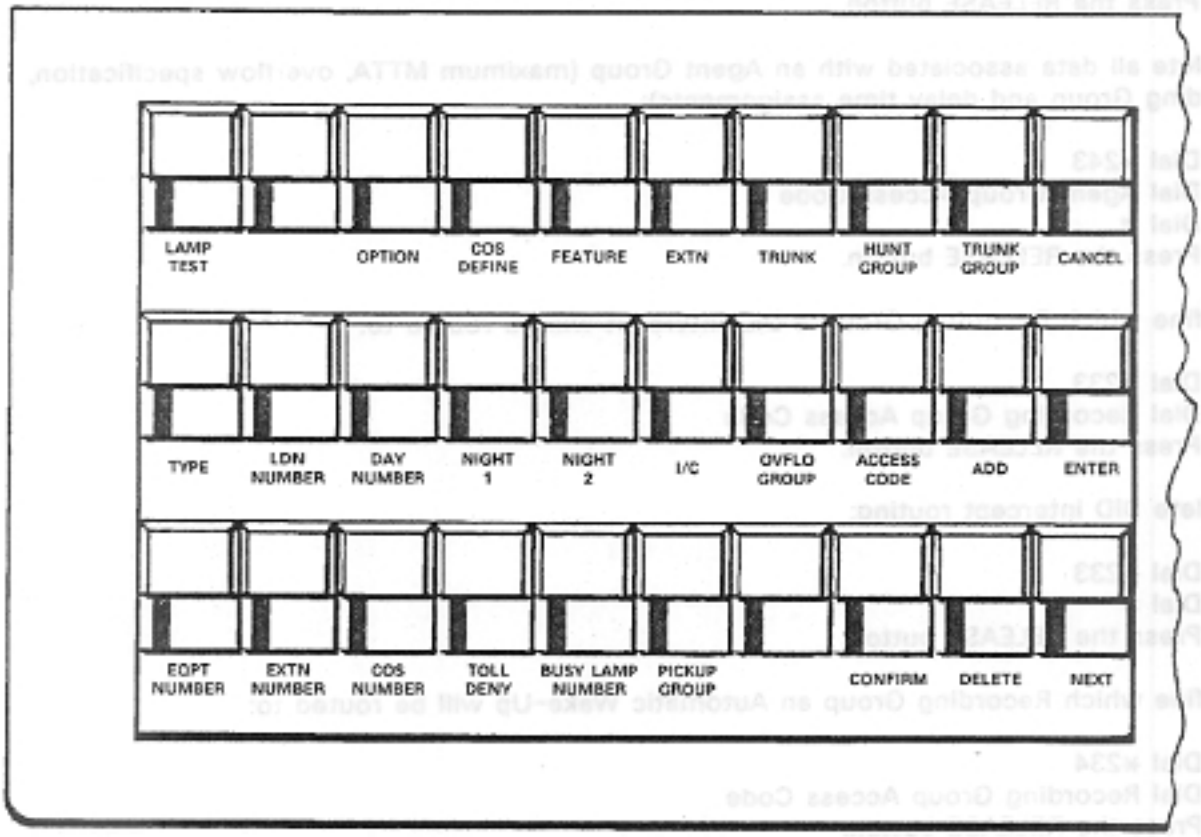

Figure 6-1 Programming and Maintenance Console Keyboard Layout
6.03 Each button on the console faceplate (see Figure 6-1) has associated with it a LED. When a program is selected, the LED associated with the program lights, and remains lit for as long as the program remains selected. During programming, the LED indicating the parameter to be entered lights, and remains lit until all data associated with that parameter is entered. This does not apply to extended programming (see 7.01).